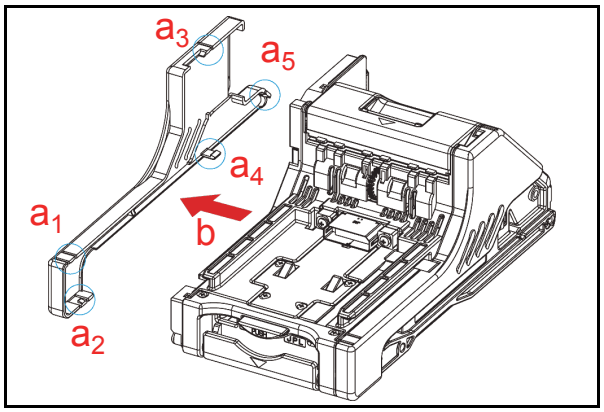

Figure 4-10 TR Side Cover "A" Removal
4. Use a small Screwdriver to release the five (5) Click-tab Stops of TR Side Cover "A" (See Figure 4-10 a_1 through a_5), and remove TR Side Cover "A" (See Figure 4-10 b) from the Transport Assembly.